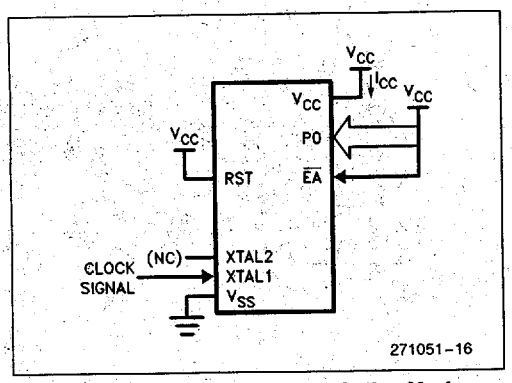

Figure 5. I_{CC} Test Condition, Active Mode. All other pins are disconnected.
5. I_{CC} is measured with all output pins disconnected; XTAL1 driven with TCLCH, TCHCL = 5ns, $V_{IL} = V_{SS} + .5V$, $V_{IH} = V_{CC} - 0.5V$ measured with $\overline{EA}$ and RST connected to V_{CC}. "Idle" current is measured with $\overline{EA}$ and RST connected to V_{SS}. "Power Down" current is measured with XTAL1, $\overline{EA}$ and RST connected to V_{SS}. (See Figures 5 through 8 for a graphic representation of the I_{CC} test conditions.